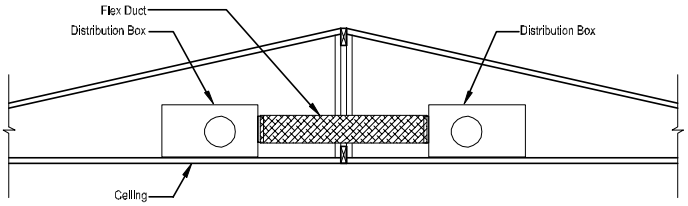

Figure 35. *Duct crossover located in the roof cavity*
2. **Join ducts.** Using the provided flexible duct, join the distribution boxes in each section of the home as shown in **Figure 35**, cutting off any extra duct length to keep the duct as straight as possible. The duct must be joined in the center